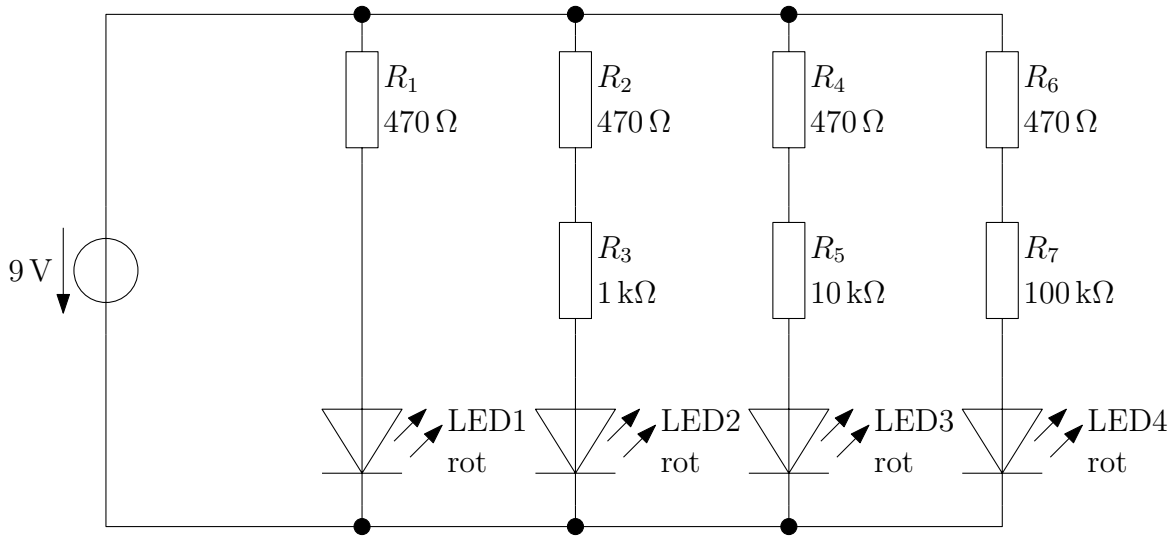

Abbildung 2.4: Experiment – LED mit Vorwiderständen in Reihe
**Versuchsaufbau** Bauen Sie die Schaltung nach Abb. 2.4 auf. Verwenden Sie Leuchtdioden roter Farbe.